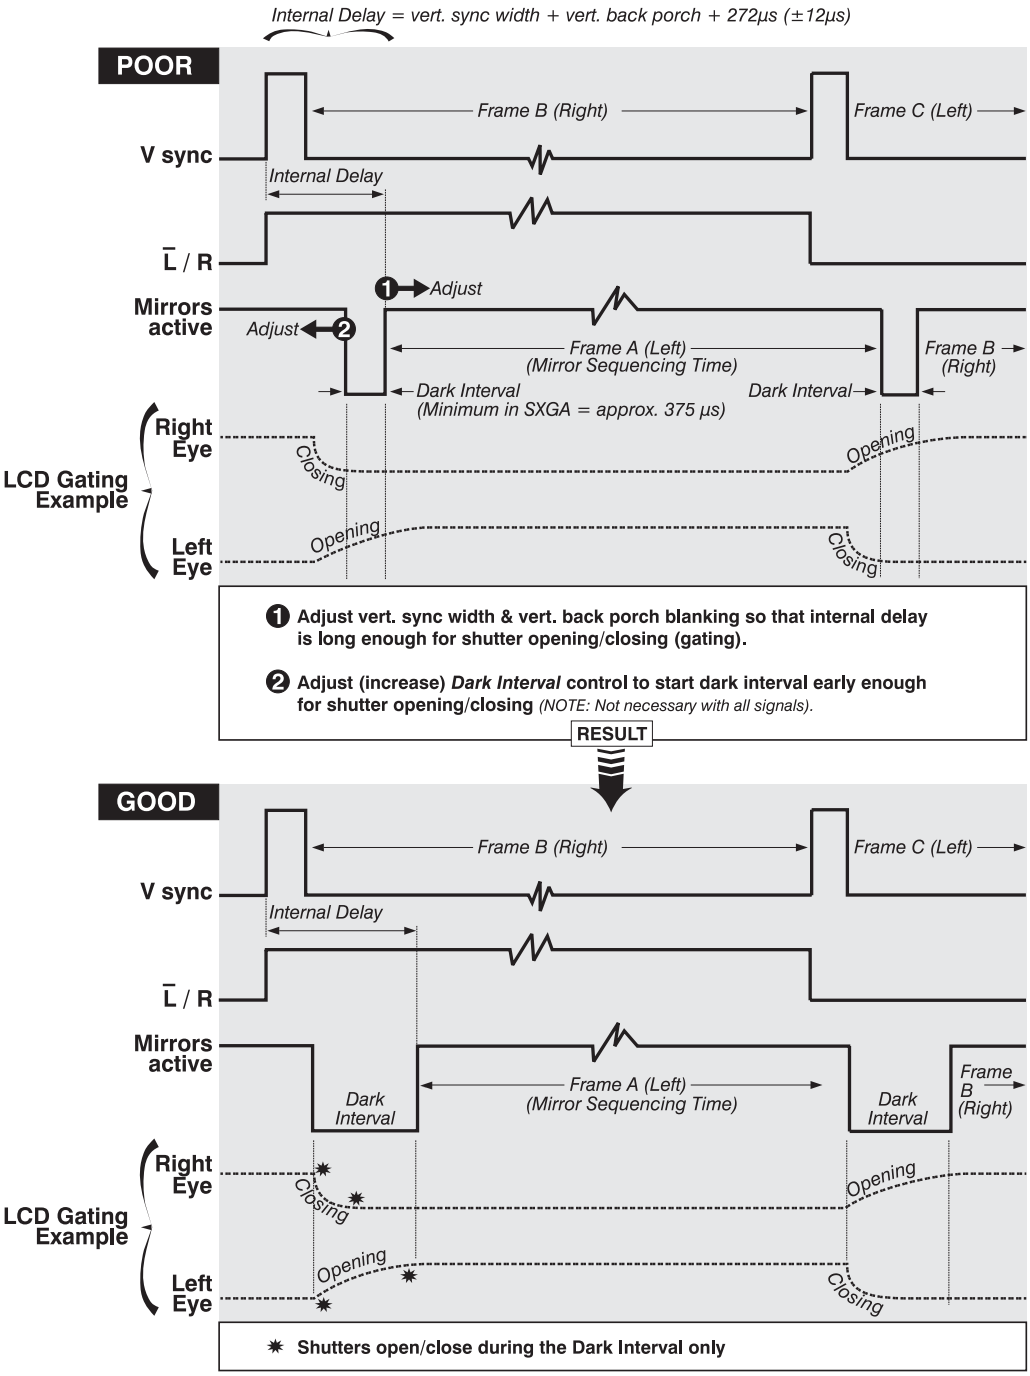

Figure 3.29. Customizing the Input Signal
(1) ***Vertical sync width*** and/or ***vertical back porch blanking*** of your input source. Choose the vertical sync width and/or vertical back porch timing to determine when the next field begins displaying relative to the vertical sync signal. The degree of timing adjustment needed depends on the specific signal at hand as well as the performance of your glasses. An example of improvements to poor synchronization is shown in Figure 3.29. After adjustment, shutter changes occur during the dark interval between frames.
NOTE: The example in Figure 3.29 assumes that the first active line of your signal is displayed on the first line of the Mirage display panel rather than being repositioned higher or lower using the projector’s V-Position control.